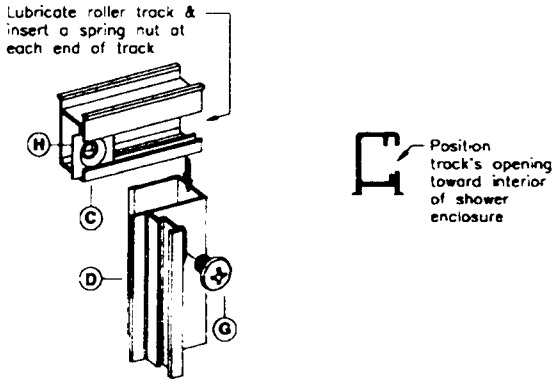

figure 6
Insert a spring nut (H) into each end of track (see fig.6 & exploded view - sht 1).